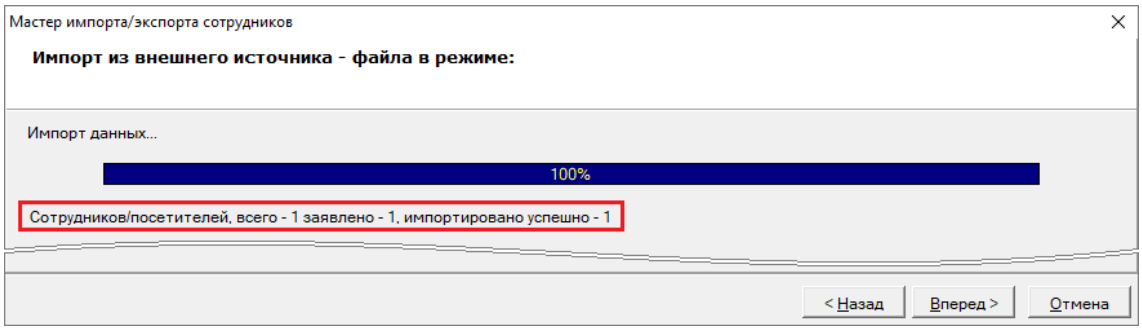

Рисунок 15-61 Информация об итогах операции импорта
11) В шаге «Импорт данных выбранных объектов» (см. п. 15.4.4) дождаться завершения операции импорта и убедиться в успешном импорте выделенного количества сотрудников в строке информации об итогах операции импорта (см.Рисунок 15-61);